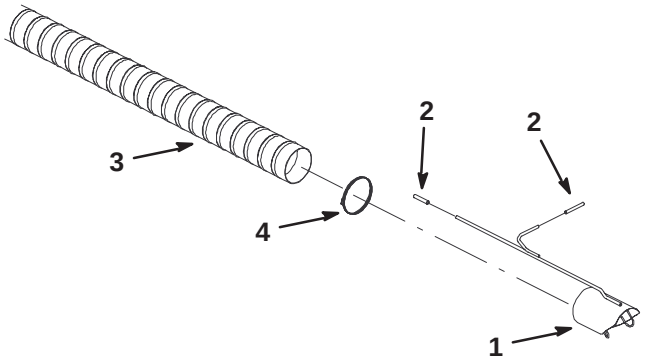

Figure 5
15. Slide a handle cover onto each handle of hose adapter (Fig. 5).
16. Mount end of hose to hose adapter with a hose clamp (Fig. 5).